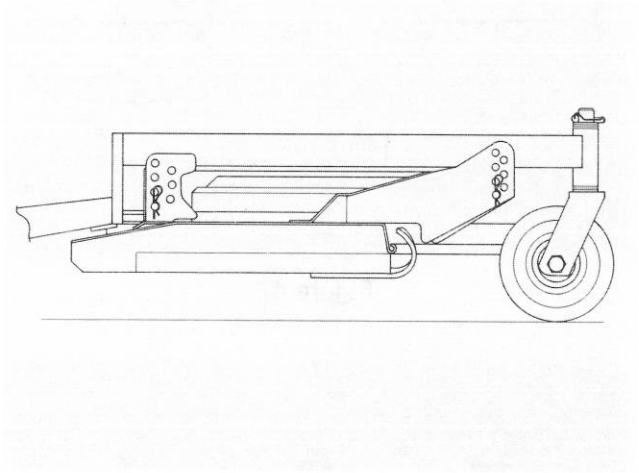

Figure 49
2. Check to make sure front height-of-cut pins are resting properly on frame cushions (Fig. 49). If pins are not resting properly, place a shim or shims under cushion to raise it for proper alignment.
B. Transfer one thrust washer from top side of castor shaft to lower side, install castor assembly and compare blade height of all blades; refer to items 3 through 6. Continue adding thrust washers if height still does not meet requirements.
C. If cutting unit is operated at 2 to 4 in. (51 to 102 mm) height-of-cut, lower the high side of cutting unit. Remove lynch pin of castor at high end of unit and remove castor assembly (Fig. 49).
D. Transfer one thrust washer from lower side of castor shaft to top side, install assembly and compare blade height of all blades; refer to items 3 through 6. Repeat procedure if height still does not meet requirements.